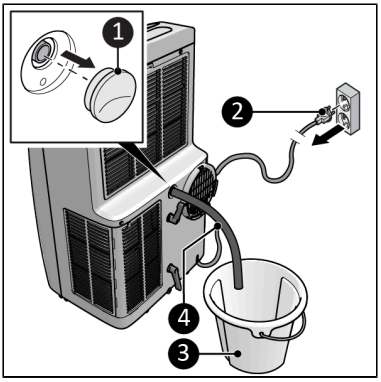

Figuur 15.
1. Zorg dat het apparaat is uitgeschakeld en dat de stekker uit het stopcontact is verwijderd (Figuur 15, pos. 2).
2. Trek de rubberen stop uit de afvoer van het apparaat en bewaar deze op een veilige plek (Figuur 15, pos. 1).
3. Sluit de meegeleverde waterafvoerslang aan op de afvoer van het apparaat (Figuur 15, pos. 4).
4. Plaats het uiteinde van de waterafvoerslang in een emmer (Figuur 15, pos. 3).